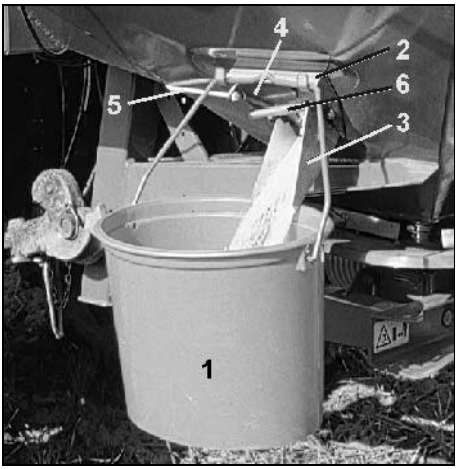

Rys. 28
- Wiaderko (Rys. 28/1) zawiesić kabłąkiem w uchwycie (Rys. 28/2). Zacisnąć wiaderko zaciskiem (Rys. 28/3).
- Zasuwę boczną (Rys. 28/4) wylotu całkowicie otworzyć na ok. 5 sek. przez pociągnięcie linką (Rys. 28/5) (aby uzyskać równomierny przepływ nawozu). Zebrany nawóz wsypać z powrotem do zbiornika rozsiewacza.